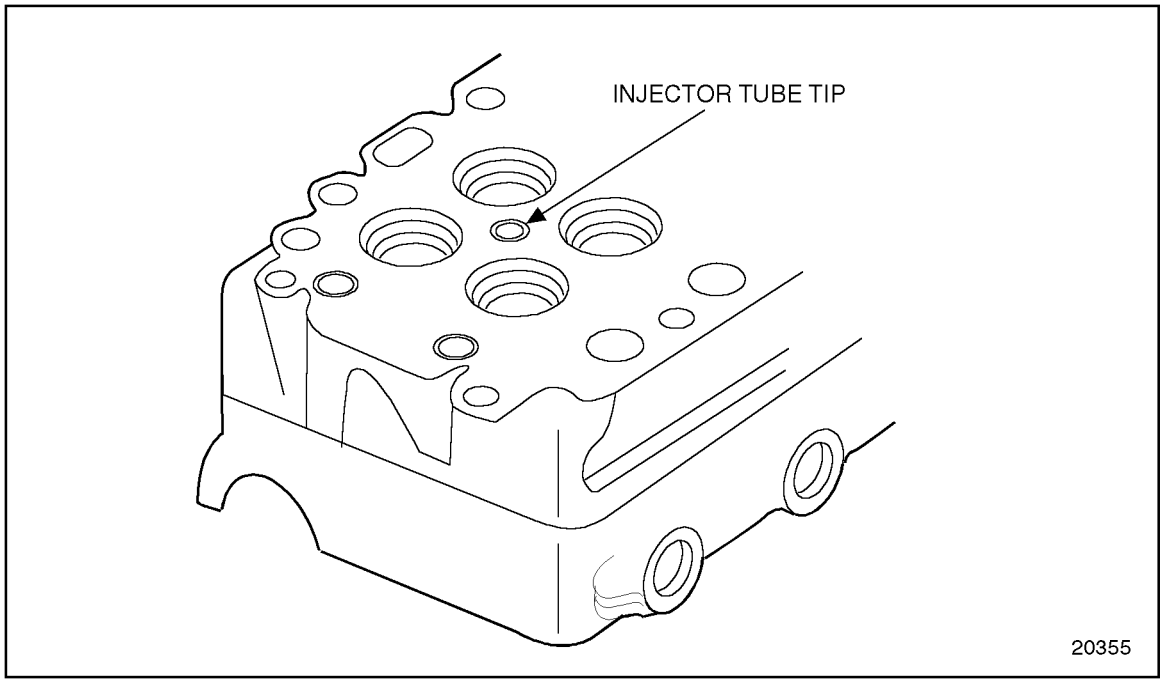

Figure 2-21 Properly Flared Injector Tube Tip
8. Continue to rotate J 5286-6 and apply pressure to the flare end of the tube firmly against the cylinder head casting tube opening. Do not exceed 41 N·m (30 lb·ft) torque. See Figure 2-21.